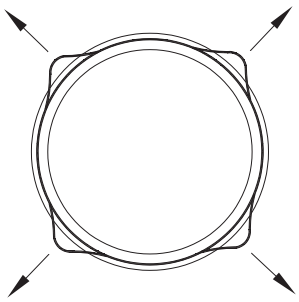

Afbeelding 9.
- Verdeel de spanning in de dichting door op minimaal 4 plaatsen de ring even naar buiten te trekken. Het is essentieel voor de goede afdichting dat de ring over de gehele omtrek goed aansluit tegen de spie, zie afbeelding 9.